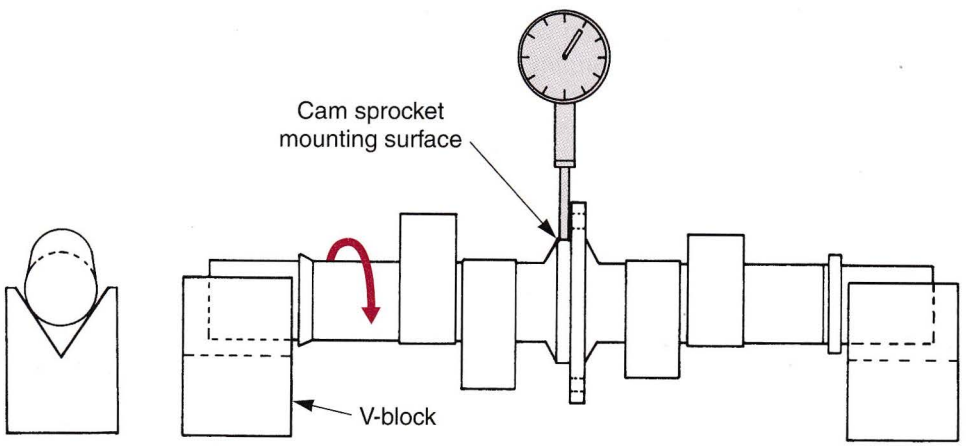

Figure 20-3. Use a dial indicator to detect camshaft runout. Make sure the indicator rides on the cam's machined surfaces.
- Camshaft runout, **Figure 20-3.**